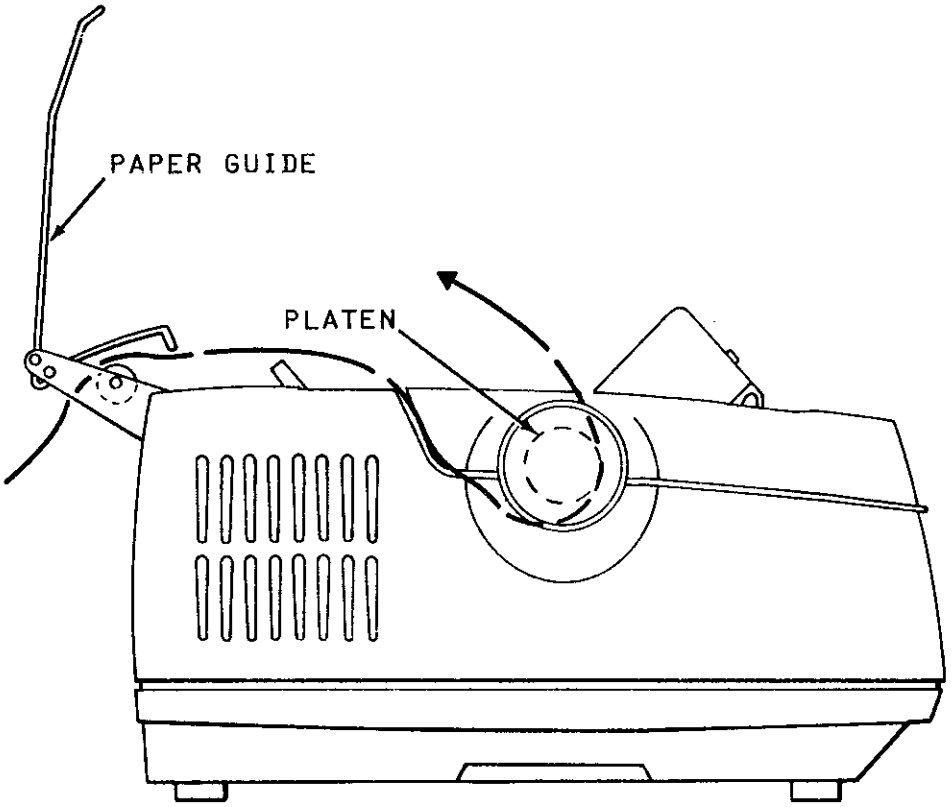
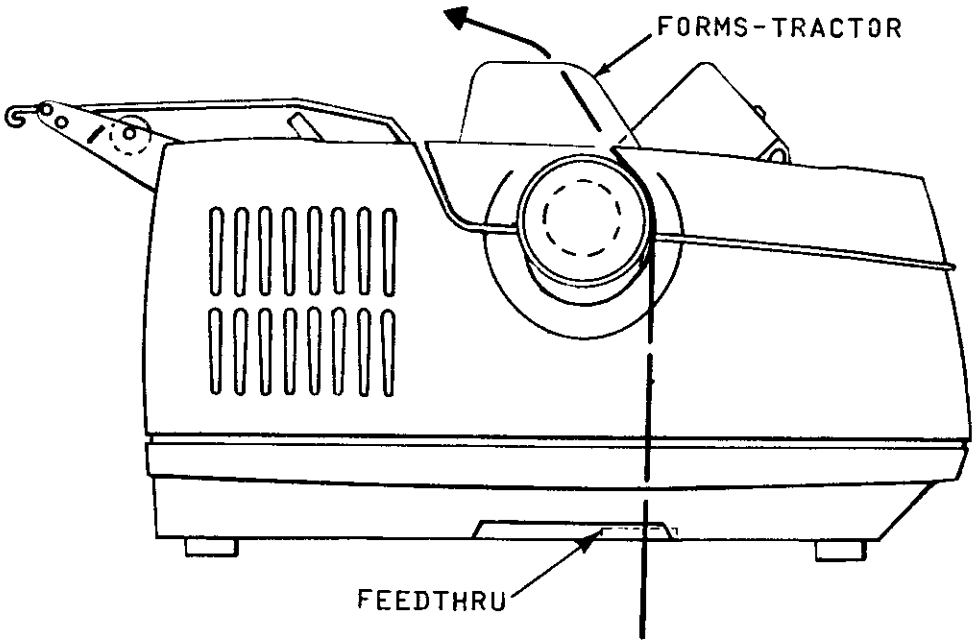

Figure 2-5 Rear Paper-Feed Path
Figure 2-6 Bottom Paper-Feed Path - (Optional Feature)
The SPINWRITER has three different types of paper feed: friction feed, pin-feed, and forms-tractor paper feed. When loading paper, refer to the procedure below that applies to the particular type of paper feed for your machine. Figure 2-5 shows rear paper-feed path. Rear feed is similar to paper placement in a typewriter. Figure 2-6 shows you how to load the paper through the bottom of the SPINWRITER. Bottom feed is an optimal feature.
d. Insert paper with printing surface down as shown in Figure 2-5.
e. Insert paper as shown in Figure 2-5 or 2-6 with printing surface down (for rear feed).
e. Insert paper as shown in Figure 2-5 or 2-6 with printing side down (for rear feed).